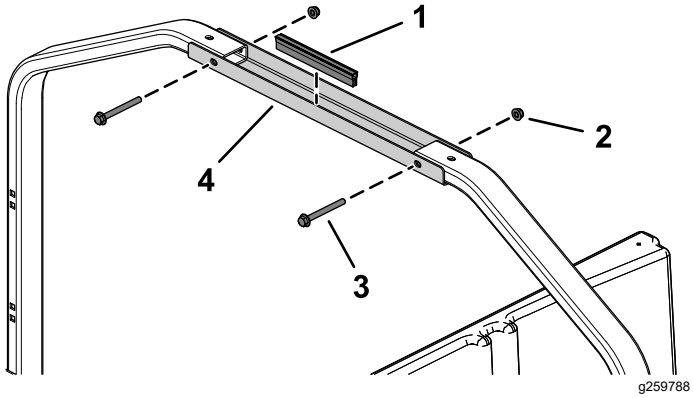

Rysunek 13
2. Zamocuj wspornik montażowy rury do tylnych rur montażowych za pomocą 2 śrub z łbem kołnierzowym (5/16 x 3 cale) i 2 nakrętek kołnierzowych (5/16 cala) w sposób przedstawiony na Rysunek 13.
3. Zamontuj uszczelkę na wsporniku montażowym rury (Rysunek 13).